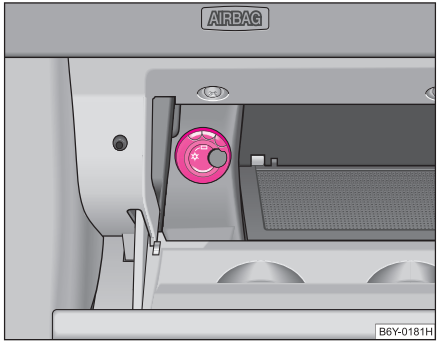

Fig. 75 Torpedoul: Răcirea
– Porniți, respectiv opriți răcirea de la întrerupătorul ⇒ fig. 75.